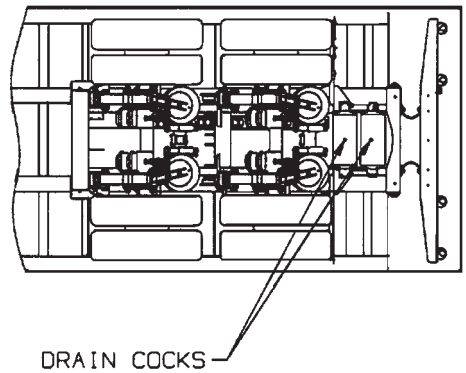

Figure 4-11 Drain Cock Locations
d. Drain air reservoir daily. A drain cock on the bottom of each air reservoir vents the tank to drain collected water and oil. If held open, air pressure in the tanks is relieved, causing the emergency or parking brakes to be applied **(See Figure 4-11).**